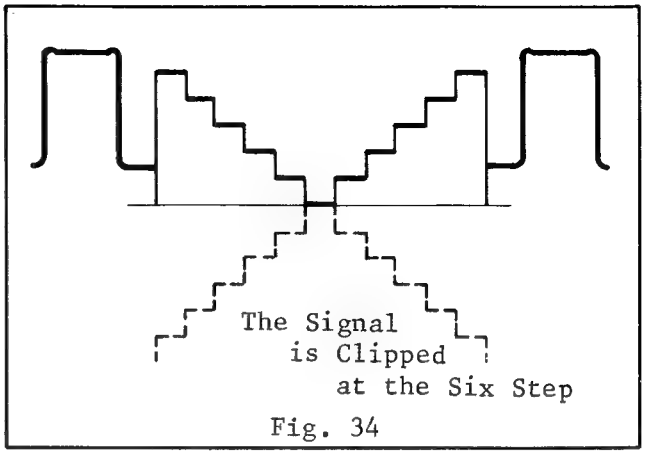

Fig. 34
3. Adjust the gamma reference voltage control, VR307, so that the signal is clipped at the six step from the bottom as shown in Fig. 34.